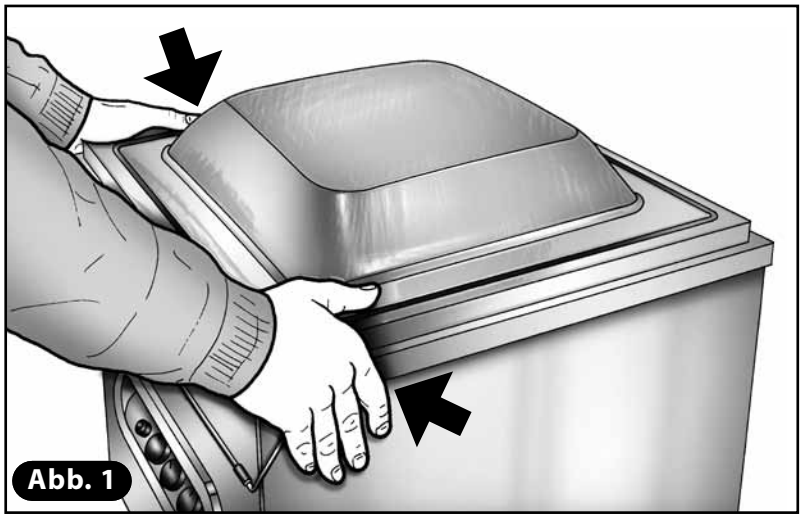

Abb. 1
2) Nehmen Sie einen für das Verpackungsprodukt geeigneten Beutel (das Produkt muss 2/3 des Beutelvolumens ausfüllen). Setzen Sie den Beutel **(D)** mit dem Verpackungsprodukt in die Saugvorrichtung ein, u.z. zentriert an der Schweißleiste **(E)** anliegend, so dass die offene Kante ca. 20 mm zur Schweißleiste vorsteht. In den Modellen mit einer zum gleichzeitigen Verpacken mehrerer Beutel ausreichenden Leistenlänge und in den Modellen mit mehreren Schweißleisten müssen Sie die Beutel in gleichmäßigem Abstand verteilen (=) **(Abb. 1)**.
Klappen Sie den Deckel mit beiden Händen an seinen Kanten unter leichter Druckanwendung zu **(Abb. 1)**. Das Gerät nimmt den Betrieb gemäß den eingestellten Vakuum- und Schweißwerten auf.